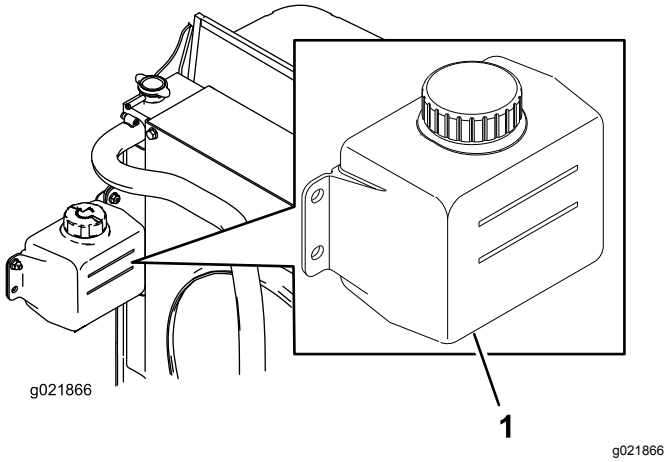

**Figur 29**
1. Kontroller kølevæskestanden i ekspansionsbeholderen (Figur 29).